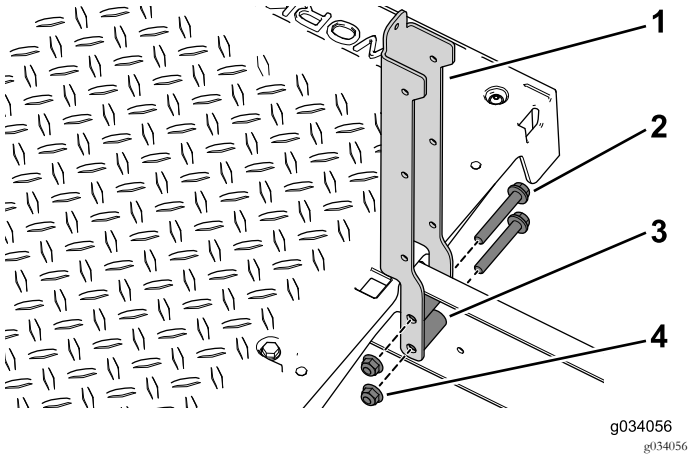

Figur 39
3. Bruk de fire flensboltene (3/8 x 2-1/2 tomme), avstandsstykkene og flensmutrene til å feste den venstre og høyre setestøtten til maskinen (Figur 39).